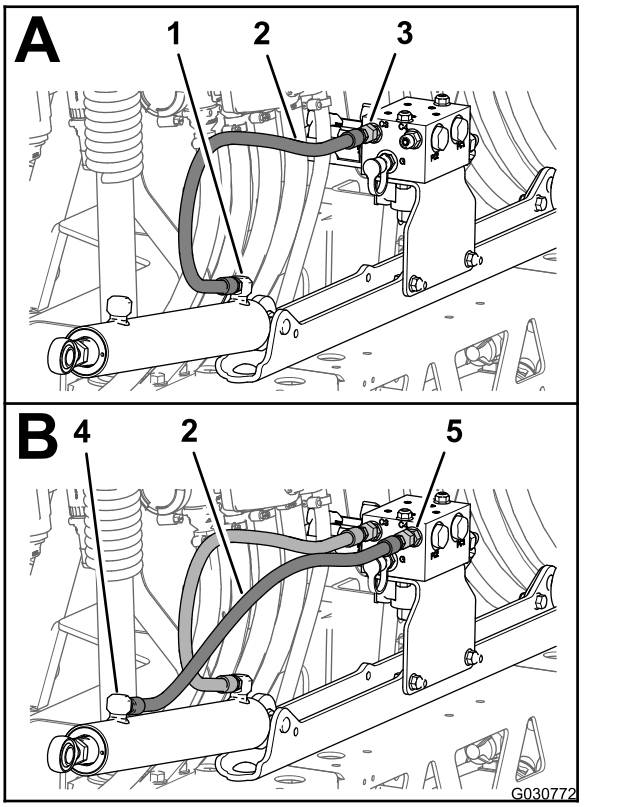

Figur 95
1. Montera en ny hydraulslang (1/4 x 24 3/4 tum) löst mellan utskjutningsporten på den vänstra sprutrampslyftens cylinder och port C3 på sprutrampslyftens grenrör (Figur 95).
2. Montera en ny hydraulslang (1/4 x 24 3/4 tum) löst mellan indragningsporten på den vänstra sprutrampslyftens cylinder och port C4 på sprutrampslyftens grenrör (Figur 95).
5. Dra åt slangkopplingarna på utskjutnings- och indragningsportarna på lyftcylindrarna (Figur 95 och Figur 96) till 21–26 N·m.
6. Dra åt slangarnas löpmuttrar vid sprutrampslyftens grenrör (Figur 95 och Figur 96) till 24–30 N·m.